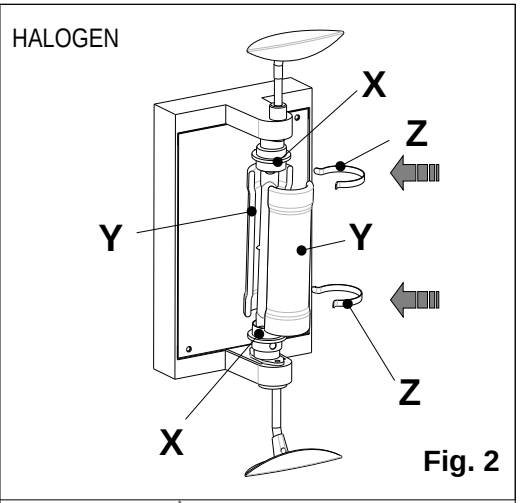

Fig. 2
3. **FIG. 2 Per la versione Alogena**: Dopo aver inserito la lampadina Alogena R7s , accoppiare le due metà del vetro di protezione pyrex **"Y"** all'interno della sede costituita dai due anelli laterali **"X".** Assicurare le due metà inserendo a scatto le molle **"Z"** alle estremità del vetro Pyrex, come illustrato in figura **2**.
.**6.Fig.2. For halogen lamp :**
Insert bulb inside double ended socket, then place the two half safety glass pyrex tubes **"Y"** in order to be coupled inside the opposite collars of rings **"X"** as shown. Clamp the two parts by pushing the two release springs **"Z"** as shown in **Fig.2.**
3. **FIG.2** HALOGENÉ :Après avoir inséré l'ampoule halogène R7s, accoupler les deux moitiés du verre de protection pyrex **'Y'** à l'intérieur de la siège formée par les deux bagues laté rales **'X'.** Assurer les deux moitiés en insérant à déclic les ressorts **'Z'** aux bouts du verre Pyrex, comme montré dans la figure**.2.**
3. **FIG. 2** HALÒGENA :Después de haber introducido la bombilla Halógena R7s , junte las dos mitad del vidrio de protección pirex **"Y"** dentro del asiento constituido de los dos anillos laterales **"X"** .Asegure las dos mitad introduciendo a clic los muelles **"Z"** a la extremitad del vidrio Pirex , como ilustrado en figura **2** .
4. Fig.2. Para a lâmpada halogénea, Depois de ter inserido a lâmpada Halogénia R 7s, juntar as duas metades do vidro de protecção pyrex **'X'** no interno do lugar onstituido pelos dois elos laterais **'X'.** Segurar as duas metades inserindo pressionando com golpe seco as molas **'Z'** às extremidades do vidro pyrex, como ilustrado na figura **2 .**